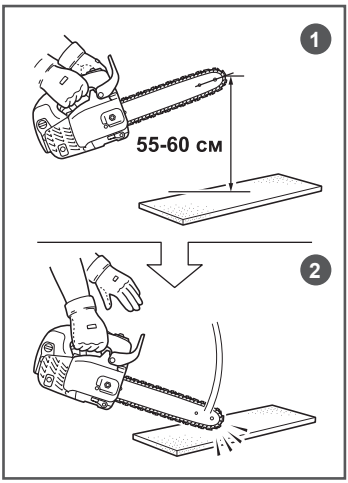

Рис. 8. Проверка инерционного тормоза
1. Возьмитесь за переднюю и заднюю рукоятку бензопилы и держите ее так, чтобы она располагалась на высоте 50-60 см от испытательной поверхности (Рис. 8).